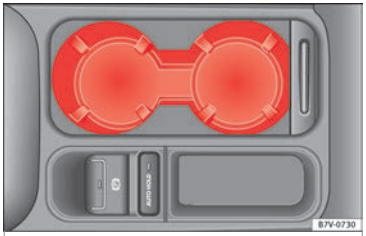

Fig. 190 Front centre console: drink holder
- To *open*, move the cover backwards ››› **Fig. 190**.